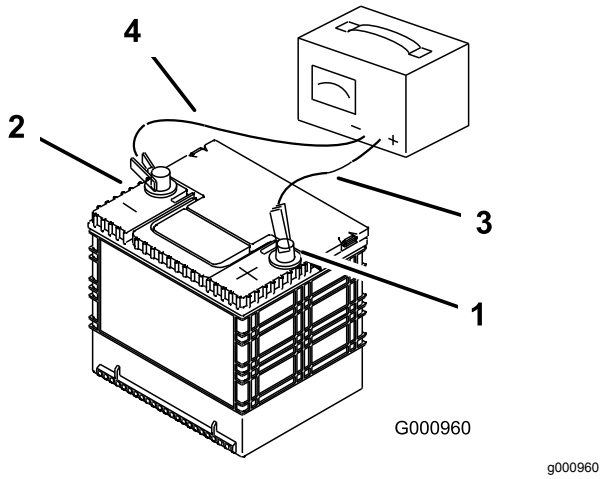

Figur 47
2. Når batteriet er fuldt opladet, skal du tage opladeren ud af stikkontakten og derefter frakoble opladningskablerne fra batteriets poler (Figur 47).